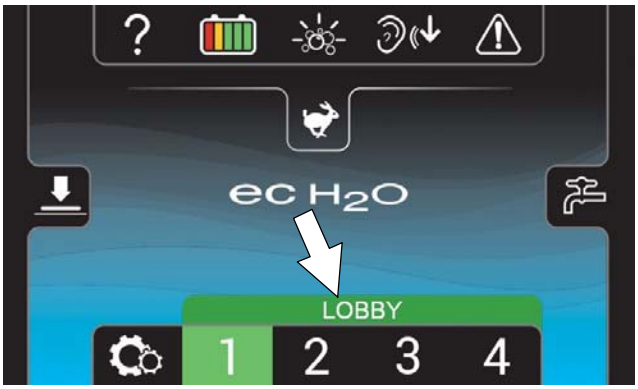

FIG. 73
4. The name will appear above the zone setting number when the zone button is pressed (Figure 73). Repeat process for other zone presets.